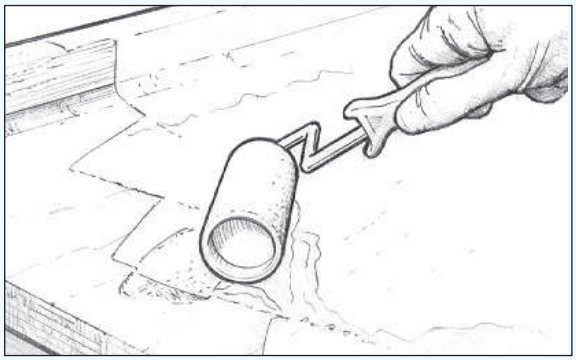

Figur 21 Grunda porösa ytor före spackling.
2. Grunda porösa ytor med bas/härdarblandning *(Figur 21)*.